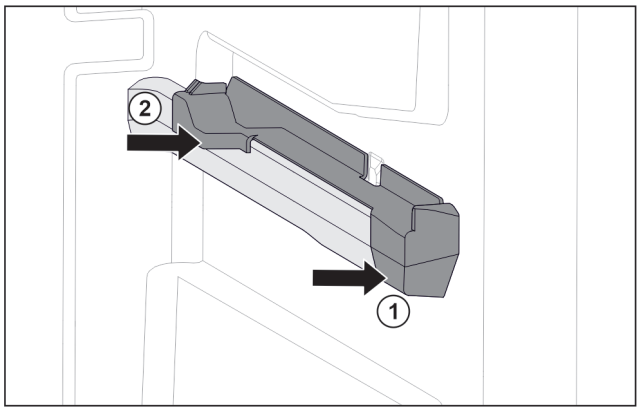

Fig. 42 Вставная часть на правом контейнерном ребре
▶ Наденьте вставную часть спереди на контейнерное ребро. *Fig. 42 (1)*
▶ Нажмите на вставную часть сзади. *Fig. 42 (2)*